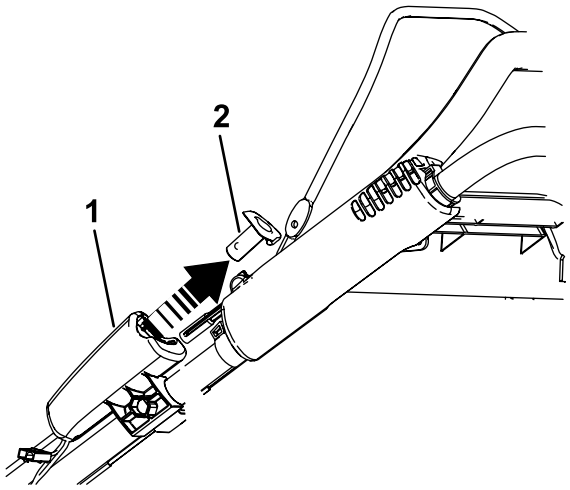

Figur 29
1. Avlägsna knappen till den elektriska startmotorn enligt Figur 29 (endast modeller med elstart).